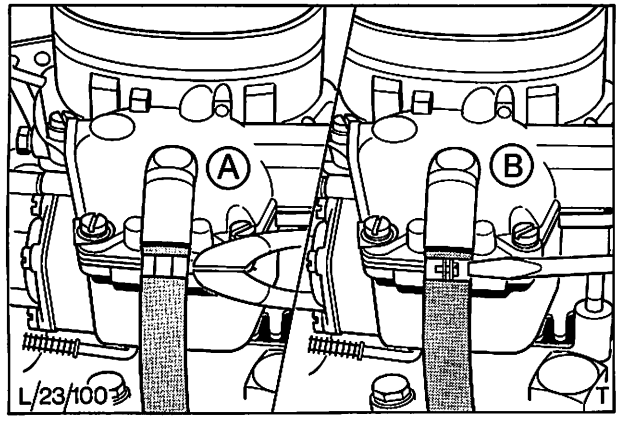

Abb. 149 Ab- und Anschließen der Kraftstoffzufuhrleitung
6. Kraftstoffzufuhrleitung zum Vergaser abschließen. Ist eine Klemmschelle montiert, ist diese durch eine Schraubschelle zu ersetzen, Abb. 149.
7. Schrauben (5) entfernen, Verbindungsstange von der Startautomatik aushängen und Vergaserdeckel abheben.